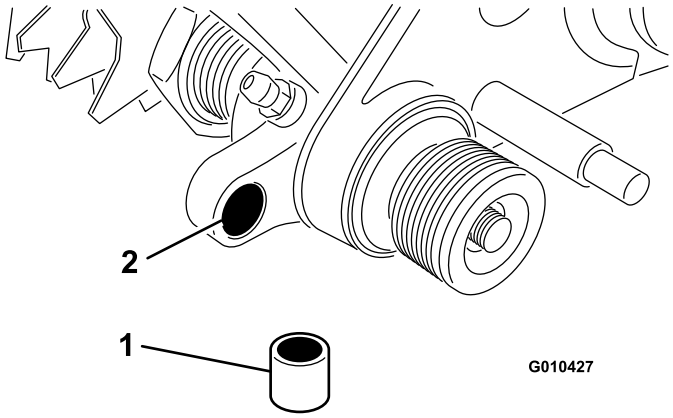

Figura 13
5. Insira um casquilho no furo do conjunto da transmissão do lado esquerdo (Figura 13).